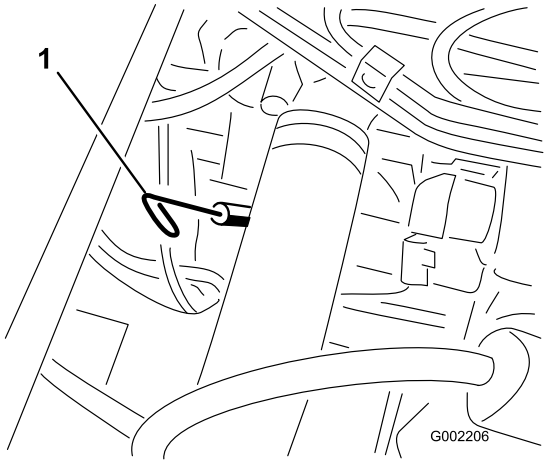

Figur 37
2. Fjern målepinden, der er placeret under passagersædet, og aftør den med en ren klud (Figur 37). Sæt målepinden ned i røret, og sørg for, at den sidder helt i bund. Fjern målepinden, og kontroller oliestanden.
13. Fjern oliepåfyldningsdækslet, og hæld langsomt ca. 80% af den specificerede mængde olie i motoren ved oliepåfyldningen (Figur 37).